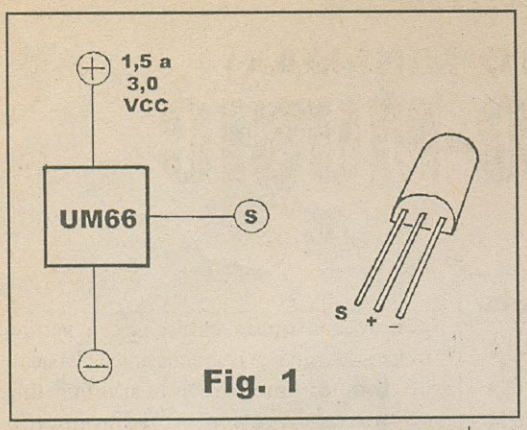

Fig. 1
- FIG. 1 - O CHIP *UM66* - SUA APARÊNCIA, PINAGEM, E DIAGRAMA BÁSICO... - Conforme já foi dito, *por fora*, o integradinho musical (cujo código básico é **UM66**...) é absolutamente igual a um transístor com encapsulamento de *epoxy*, baixa potência, feito os da manjadíssima série "BC"...! Até no número e disposição de terminais